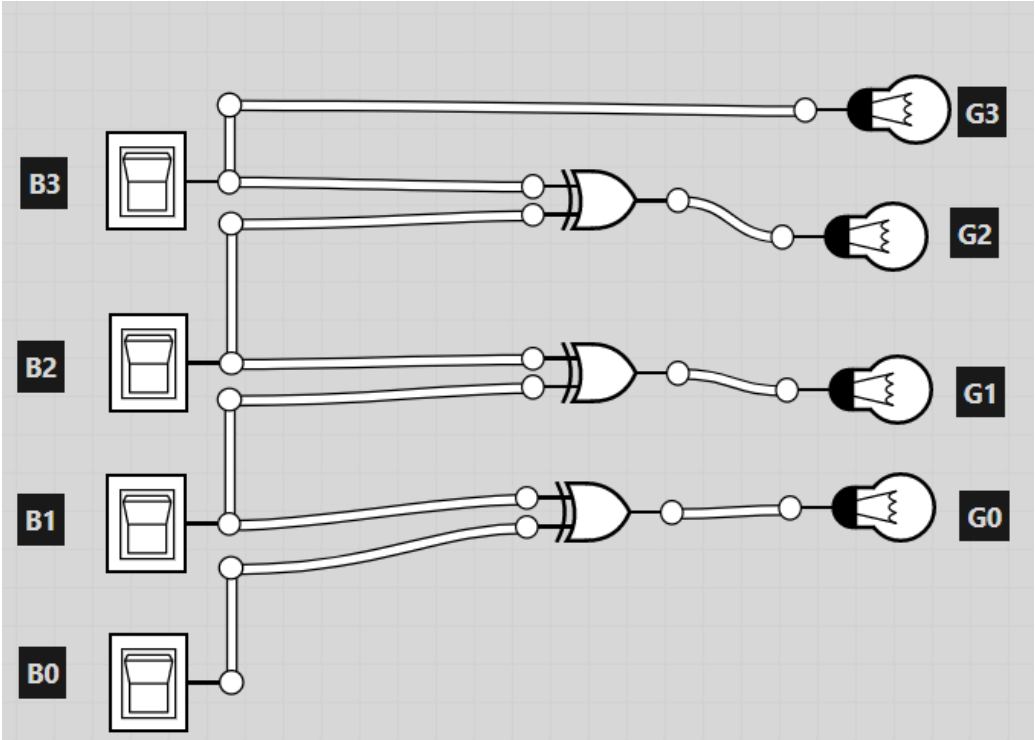

Figure 4.1. Binary to Gray Code Diagram
1. Construct the circuit as shown in Figure 4.1. Connect the INPUTS (B3,B2, B1 and B0) to the data switches and the OUTPUT (G3,G2, G1 and G0) to the LED as indicator for Gray Code result.